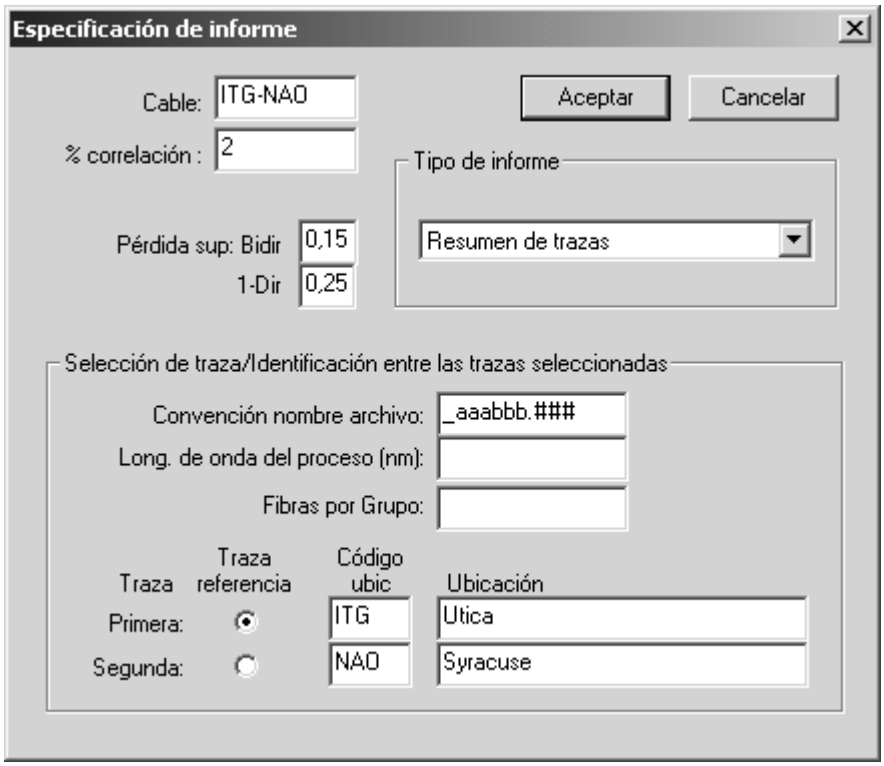

Figura 11-6: Cuadro de diálogo de Especificación de informe
4. Configure el cuadro de diálogo de Especificación de informe tal y como se muestra en Figura 11-6.
4. Utilizando los parámetros del cuadro de diálogo de que se mostraron anteriormente Figura 11-6, seleccione el informe de pérdida por empalme bidireccional.
5. Utilizando los parámetros del cuadro de diálogo de que se mostraron anteriormente Figura 11-6, seleccione el informe resumen pérdida por empalme bidireccional.
5. Utilizando los mismos parámetros del cuadro de diálogo de que se mostraron en Figura 11-6, seleccione el informe resumen de pérdida por empalme unidireccional.
4. Utilizando los parámetros del cuadro de diálogo de especificación de informe mostrados en Figura 11-6, seleccione el informe de aceptación de la fibra.